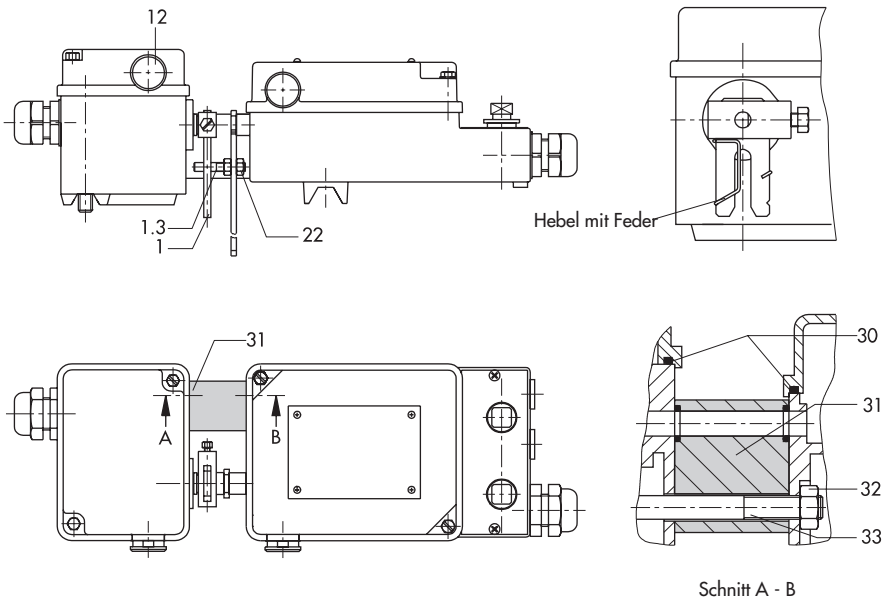

*Bild 4 · Anbau mit Zwischenstück, z. B. an Stellungsregler Typ 4765 oder 4763*
Zum Anbau des Stellungsmelders mit kurzem Hebel (vgl. Bild 4) an die Stellungsregler Typ 4765 und Typ 4763 wie folgt vorgehen: Runddichtring (30) links und rechts in das Zwischenstück (31) einlegen. Die beiden Zylinderschrauben (33) durch Stellungsmelder und Zwischenstück stecken und an den Stellungsregler setzen. Muttern (32) in Stellungsreglergehäuse einlegen und Zylinderschrauben (33) festziehen. Stift (1.3) mit den Muttern (22) so am Hebel (1) des Stellungsreglers befestigen, dass der kurze Hebel des Stellungsmelders gekuppelt ist.